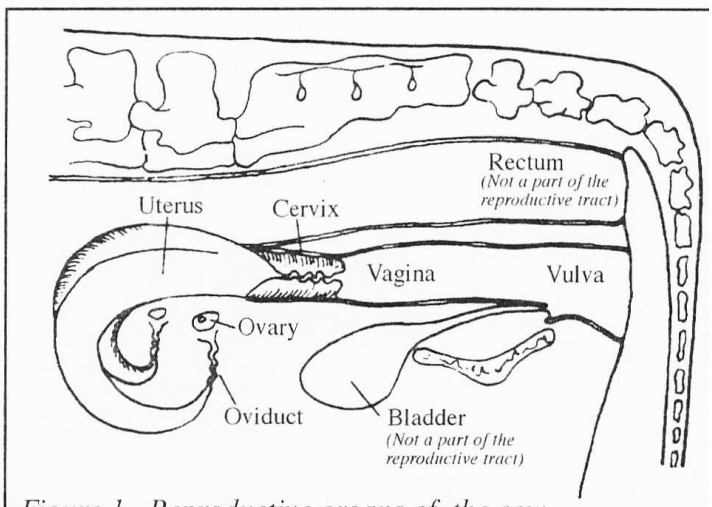

Figure 1. Reproductive organs of the cow.
The dual function of the female is to (1) produce sex cells, or eggs, and (2) furnish a place in her body for the unborn animal to develop. The main female reproductive organs are two ovaries and two oviducts, the uterus, the cervix, the vagina and the vulva (Figure 1).